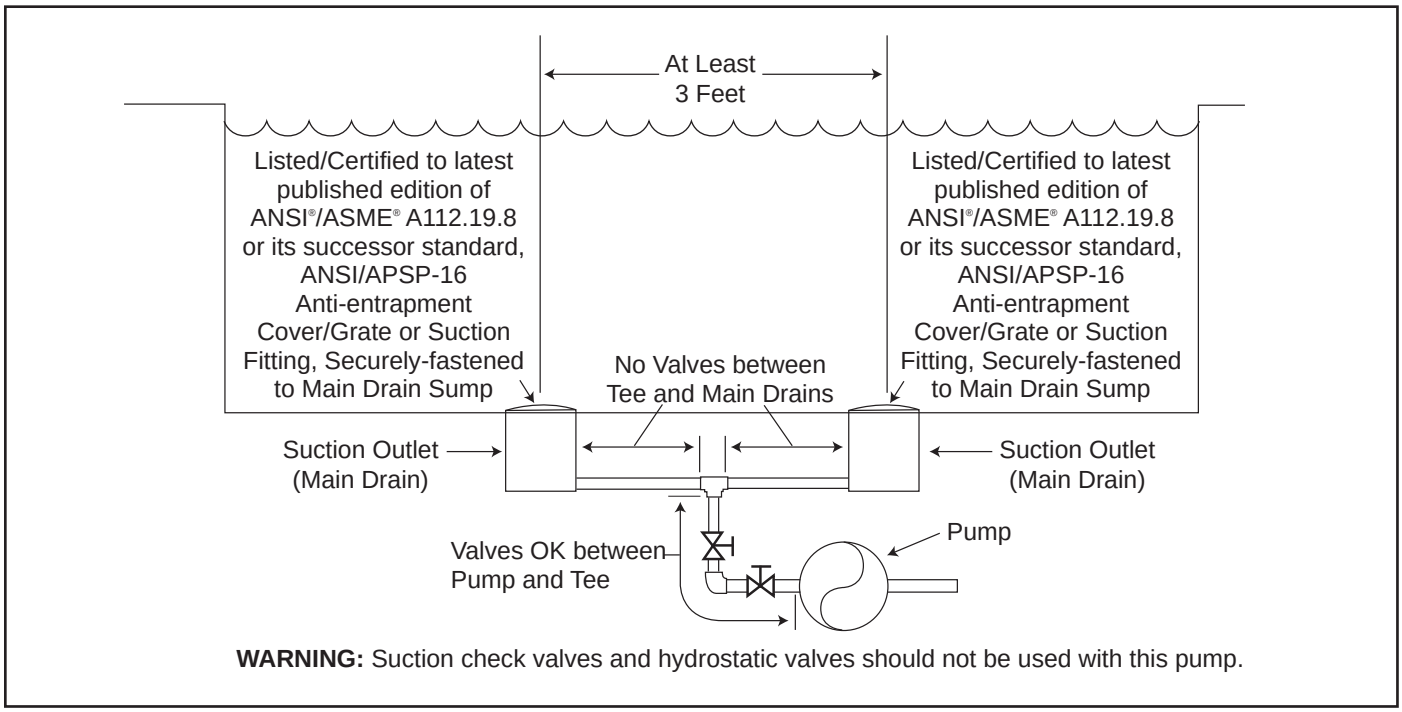

Figure 1. Number of Suction Outlets Per Pump
- **Number of Suction Outlets Per Pump** - Provide at least two (2) hydraulically-balanced main drains, with covers, as suction outlets for each circulating pump suction line. The centers of the main drains (suction outlets) on any one (1) suction line must be at least three (3) feet apart, center to center. See Figure 1.
- The system ***must*** be built to include at least two (2) suction outlets (drains) connected to the pump whenever the pump is running. However, if two (2) main drains run into a single suction line, the single suction line may be equipped with a valve that will shut off both main drains from the pump. The system shall be constructed such that it shall not allow for separate or independent shutoff or isolation of each drain. See Figure 1.
- More than one (1) pump can be connected to a single suction line as long as the requirements above are met.
- If 100% of the pump's flow comes from the main drain system, the maximum water velocity in the pump suction hydraulic system must be six (6) feet per second or less, even if one (1) main drain (suction outlet) is completely blocked. The flow through the remaining main drain(s) must comply with the latest version of ANSI/ASME A112.19.8, the standard for Suction Fittings For Use in Swimming Pools, Wading Pools, Spas, and Hot Tubs, or its successor standard, ANSI/APSP-16.
- **Fittings** - Fittings restrict flow; for best efficiency use fewest possible fittings (but at least two (2) suction outlets).